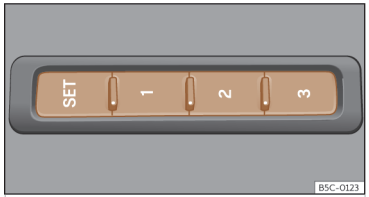

Fig. 95 En el lateral exterior del asiento del conductor: teclas de memoria.
- Pulse la tecla SET durante más de 1 segundo ››› **fig. 95**.